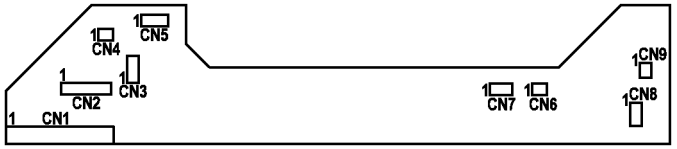

Рисунок 3 PWB интерфейса PCM
- Отсоедините и и вновь подсоедините разъем RIS (Рисунок 3).
- Поднимите разъем RIS на 3 мм, чтобы видны были контакты (Рисунок 3).
- Отсоедините разъем RIS (Рисунок 3).